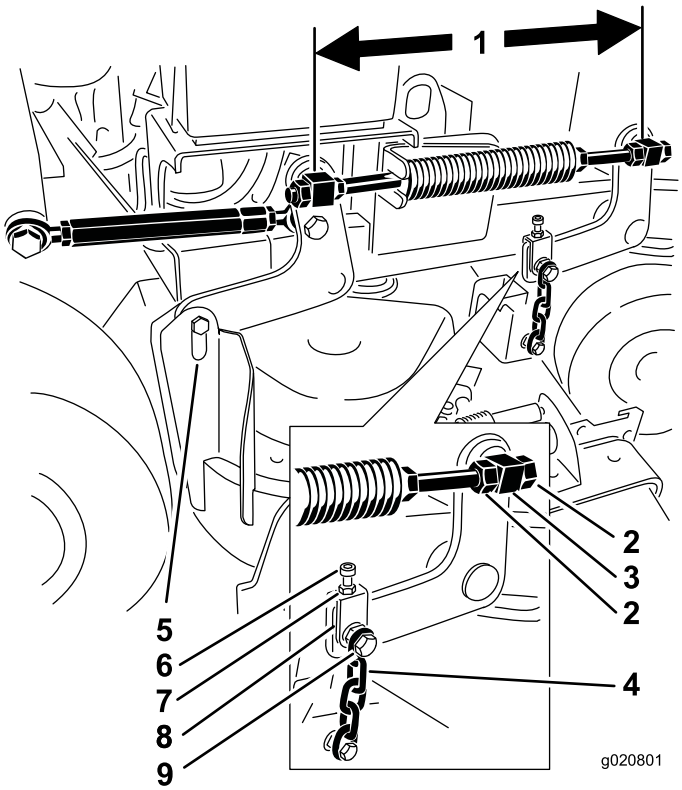

Figuur 82
6. Controleer de afstand tussen de wartels, meet in het midden van de wartels (de lengte van midden tot midden) op elke draadstang. Controleer of de lengte 49,5 cm bedraagt voor maaidekken van 91 cm en 43,7 cm voor maaidekken van 102 cm (Figuur 82).
11. Als afstelling vereist is, zet dan de bovenste kettingbout los (Figuur 82).
6. Draai de bovenste kettingbouten los (Figuur 82).